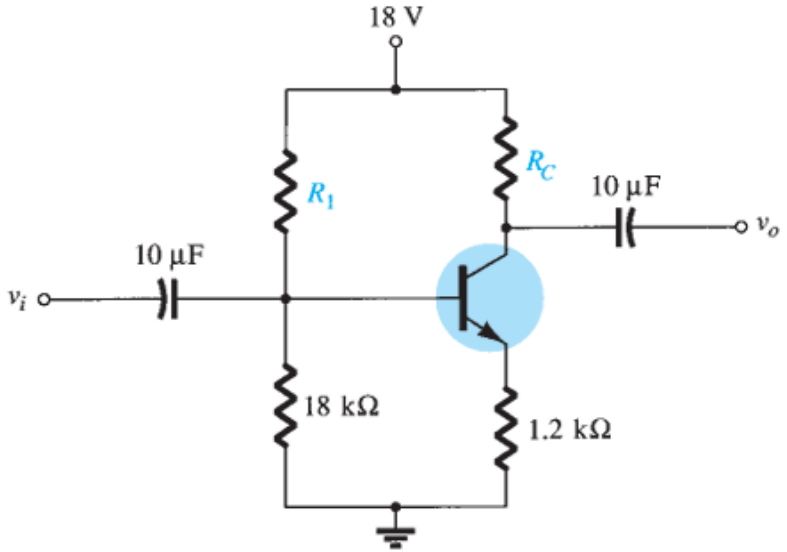

FIG. 4.60
- EXAMPLE 4.22 Given that I_{CQ} = 2 mA and V_{CEQ} = 10 V, determine R_1 and R_C for the network of Fig. 4.60